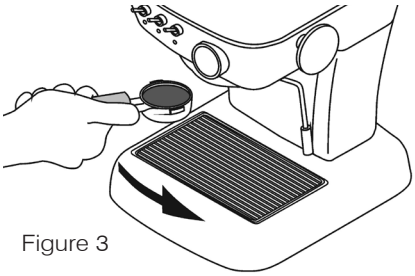

Figure 3
5. Attach the filter holder 7 to the group and 8 turn from left to right, exerting sufficient pressure at the end. (See figure 3).